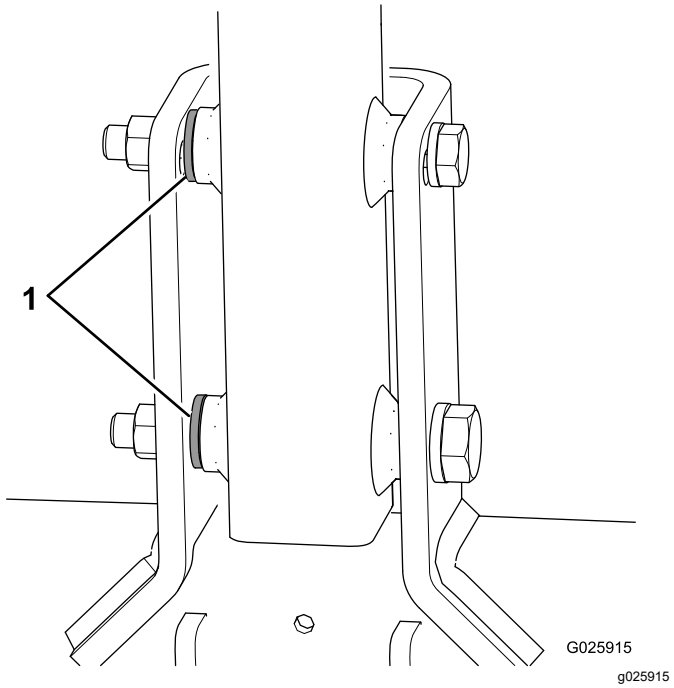

Рисунок 6
- Если в комплект вашей машины входит третья шайба на каждый болт, используйте эти шайбы как прокладки между сцепкой и внутренней стороной кронштейна поворота сцепки (Рисунок 6).